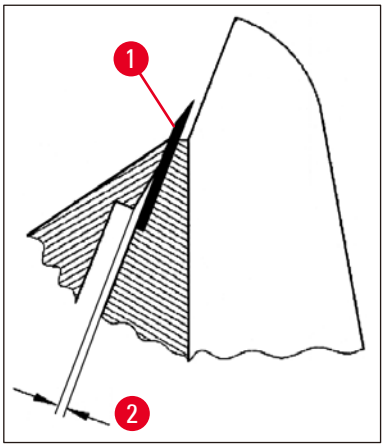

图 37
- 使用螺丝 (→ 图 36-4) 调整压板 (→ 图 36-2)，使得只有压板的上沿对刀片施压。必须能看见缝隙 (→ 图 37)。需要一把小螺丝刀 (约 3.0 x 70) 进行调整。